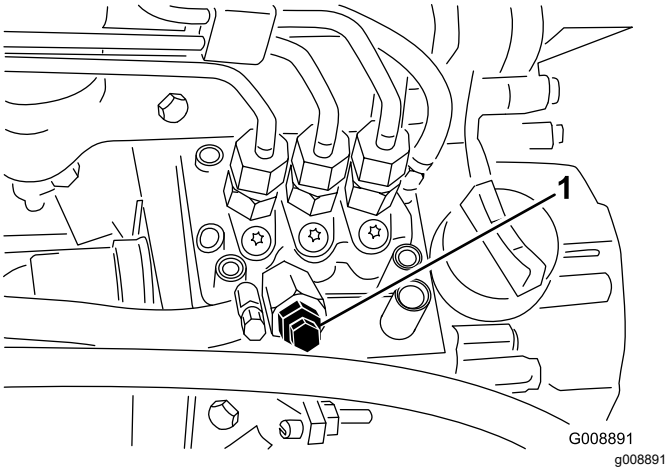

Figur 85
4. Öppna avluftarskruven på bränsleinsprutningspumpen (Figur 85).